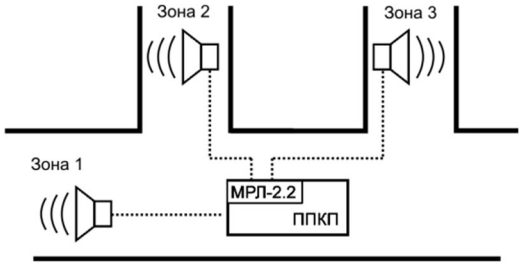

Рисунок 1 - Зонування оповіщення за допомогою МРЛ-2.2.
- зонування системи оповіщення (рис. 1).